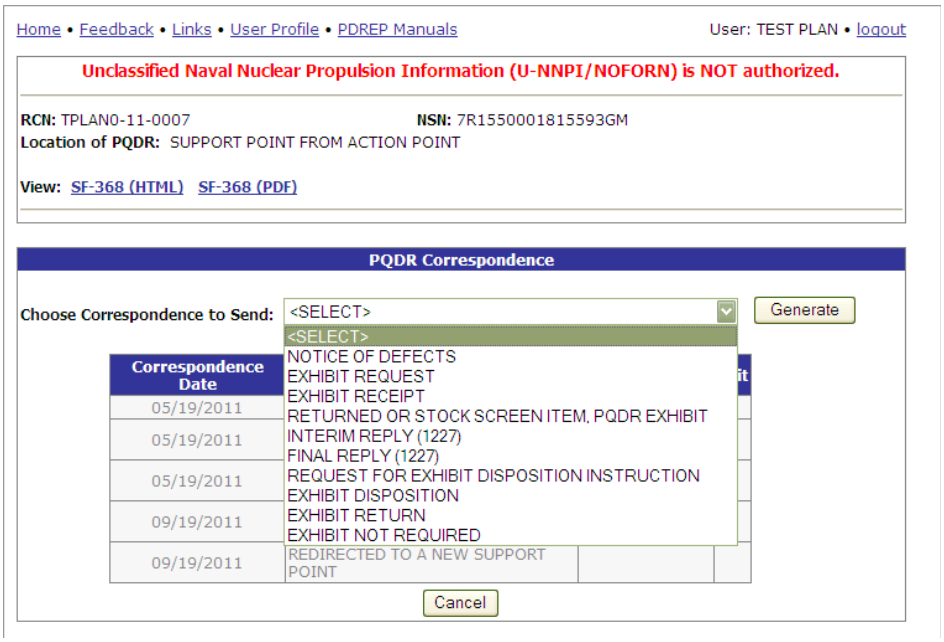

Figure 2.2
1. Click the link under "Correspondence" for "Support Point Letters" and the PQDR Correspondence page will display (Figure 2.2).